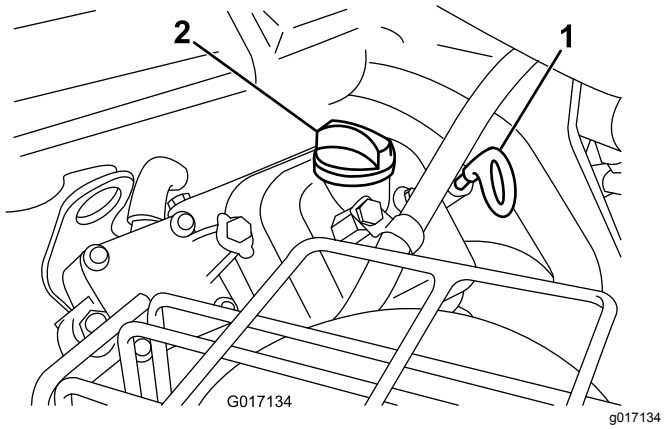

Figur 42
3. Sätt in oljestickan i oljeröret och skruva fast den i röret (Figur 42).